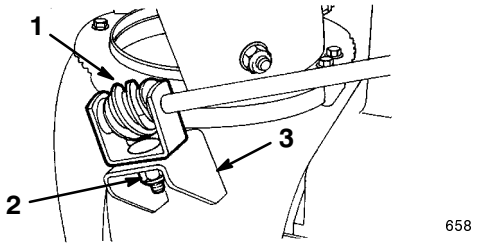

Figur 14
3. Skruva fast snäckskruven och fästet på monteringsflänsen med en bult, en fyrkantbricka och en låsmutter (figur 14).
4. Trä i snäckskruven i kuggarna på utkastarens fästring och dra åt låsmuttern (figur 14).